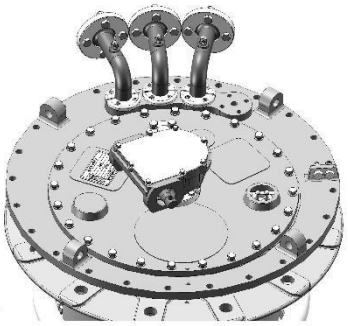

Рис. 28. Болты на крышке головки
f. Равномерно затяните 24 болта M12 на крышке головки переключателя с моментом затяжки 34 Нм (рис. 28).